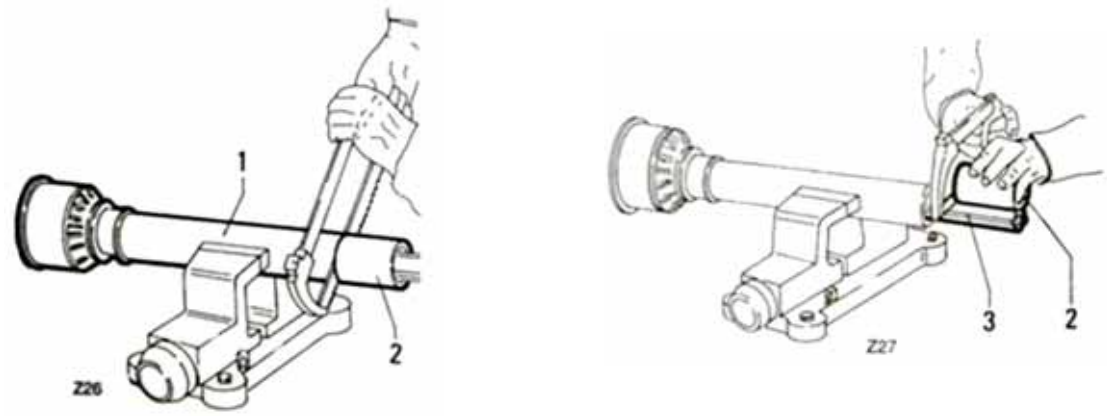

Abbildung 2
- Kürzen Sie Teil 1 (Abbildung 2) um die oben dargestellte Länge.